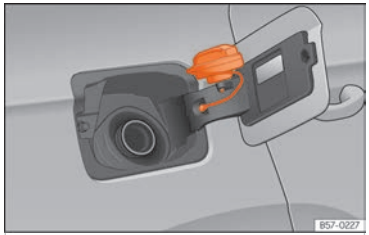

Fig. 188 Fuel tank flap with tank cap attached.
- Place it in the space on the hinge of the open flap ››› Fig. 188.